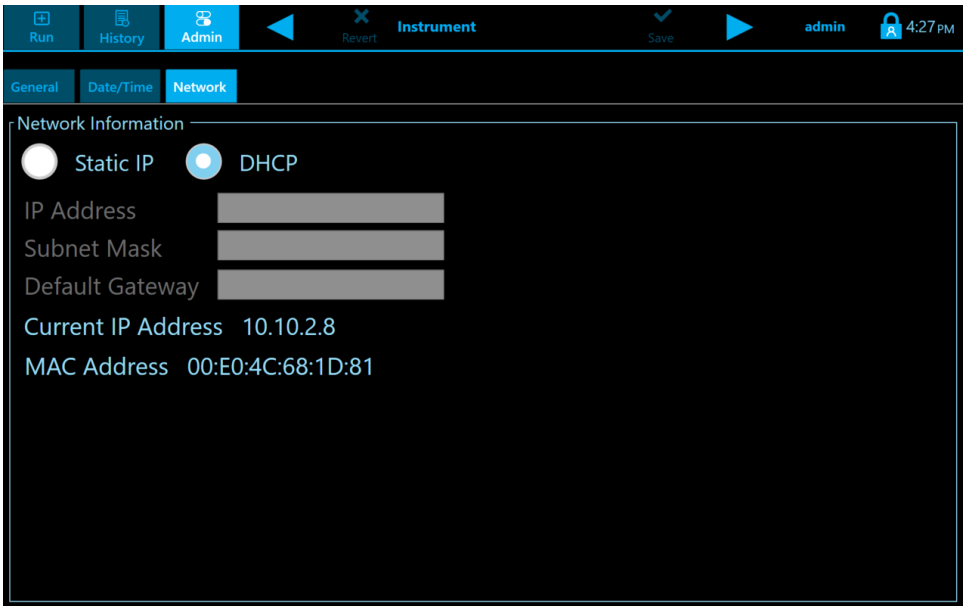

Figure 65 Network Configuration
4. Network Information – displays the connected network address and the MAC Address (Figure 65).